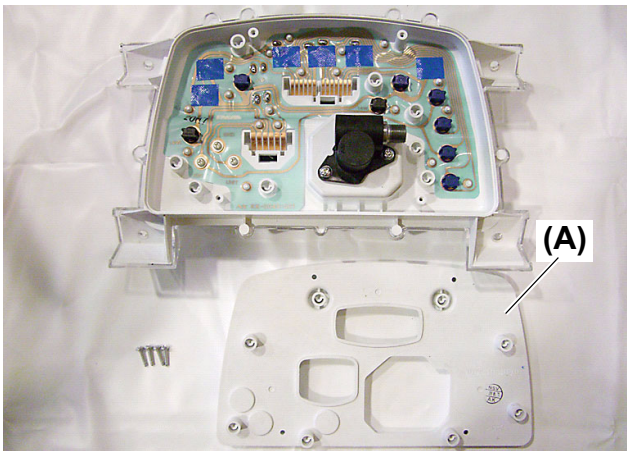
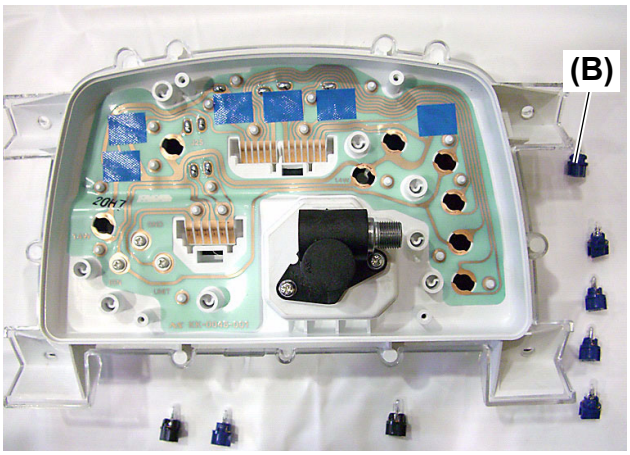

Fig. 4
Fig. 5
2. Removing the rear cover for the instrument panel **(Fig. 4, (A))** allows for replacement of individual light bulbs **(Fig. 5, (B))**.